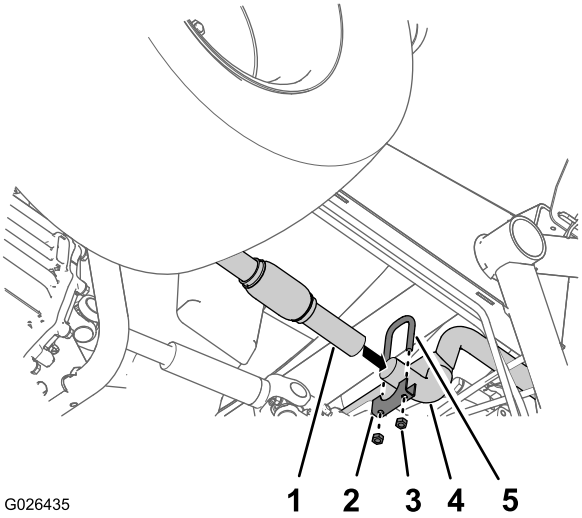

Figuur 10
1. Maak het buitenvlak van het open uiteinde van de Y-buis schoon (Figuur 10).
2. Schuif de einduitlaatpijp (bij de draaiverbinding) over het uiteinde van de Y-buis tot de Y-buis volledig in de uitlaatpijp zit (Figuur 10).
4. Monteer een U-bout (1-1/4 inch), een zadelbeugel (1-1/4 inch) en 2 moeren aan de verbinding voor de uitlaatpijp en de Y-buis (Figuur 10).